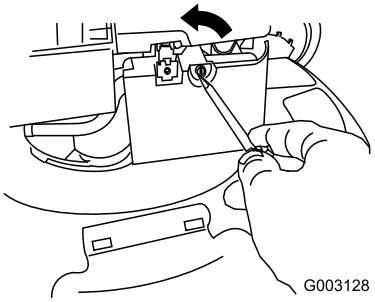

Figuur 32
2. Gebruik een schroevendraaier om het luchtfilterdeksel te openen (Figuur 32).